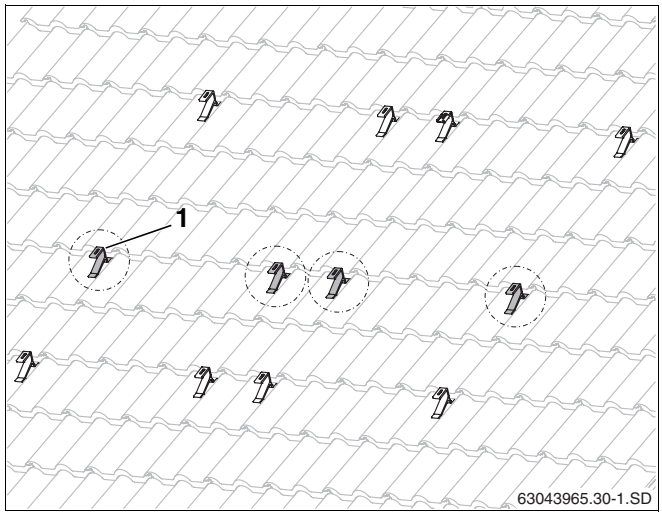

Abb. 28 Zusätzliche Dachhaken für das Schneelastprofil (hier: für zwei Kollektoren)
- Zusätzliche Dachhaken (Abb. 28, **Pos. 1**) möglichst mittig zwischen den bereits montierten oberen und unteren Dachhaken befestigen.